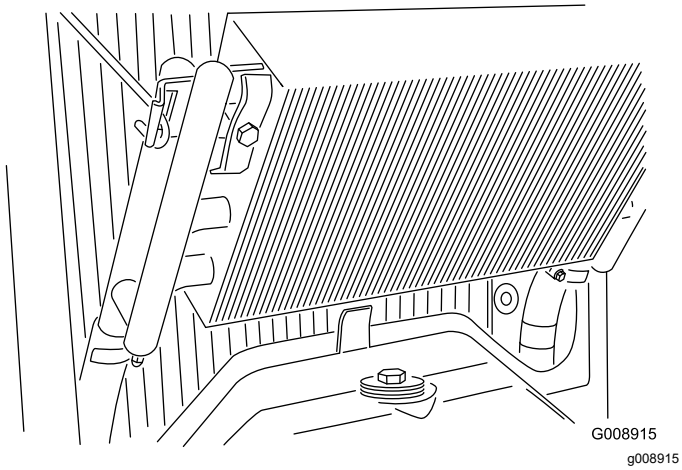

Figur 53
3. Løsne oljekjøleren, og vri den bakover (Figur 53). Rengjør begge sidene av oljekjøleren og radiatoren grundig med vann eller trykkluft. Vipp oljekjøleren tilbake på plass.